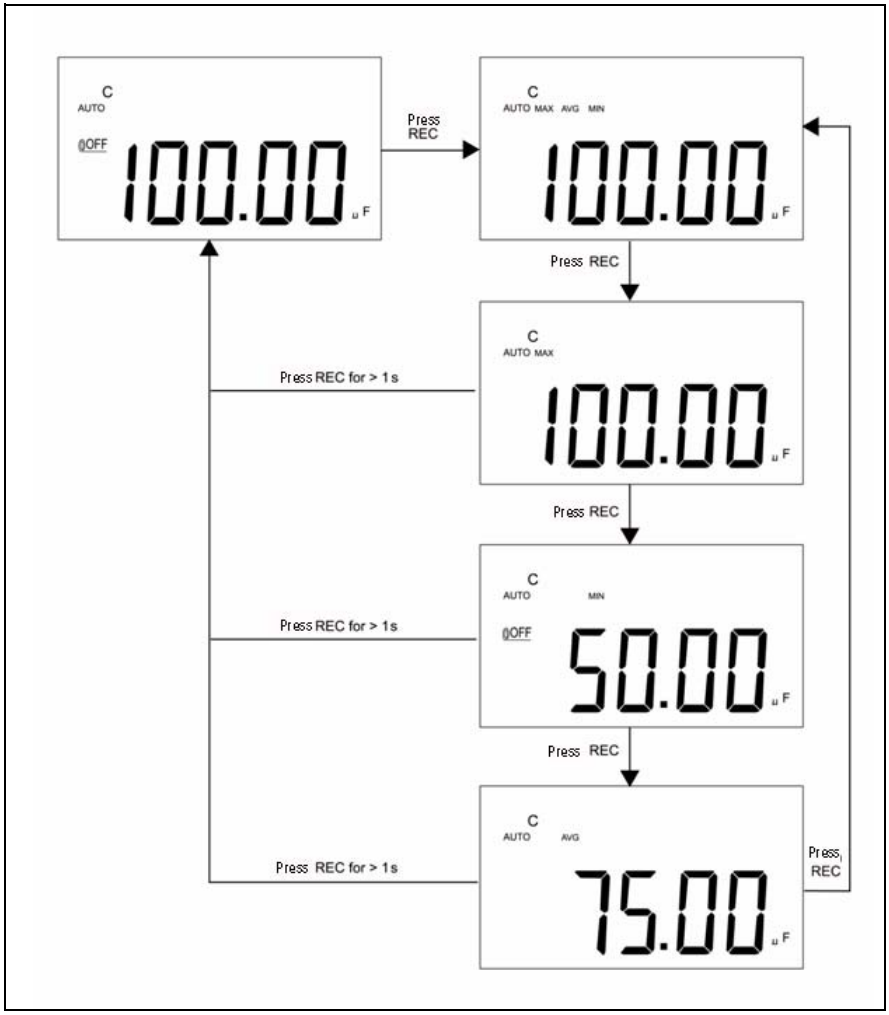

Figura 2-1 Operazione di tolleranza
2. Premere questo tasto per scegliere le letture massime, minime, medie e attuali. Viene attivato il segnalatore corrispondente **MAX**, **MIN**, **AVG** o **MAX AVG MIN** per indicare il valore che viene visualizzato (consultare la Figura 2-1).